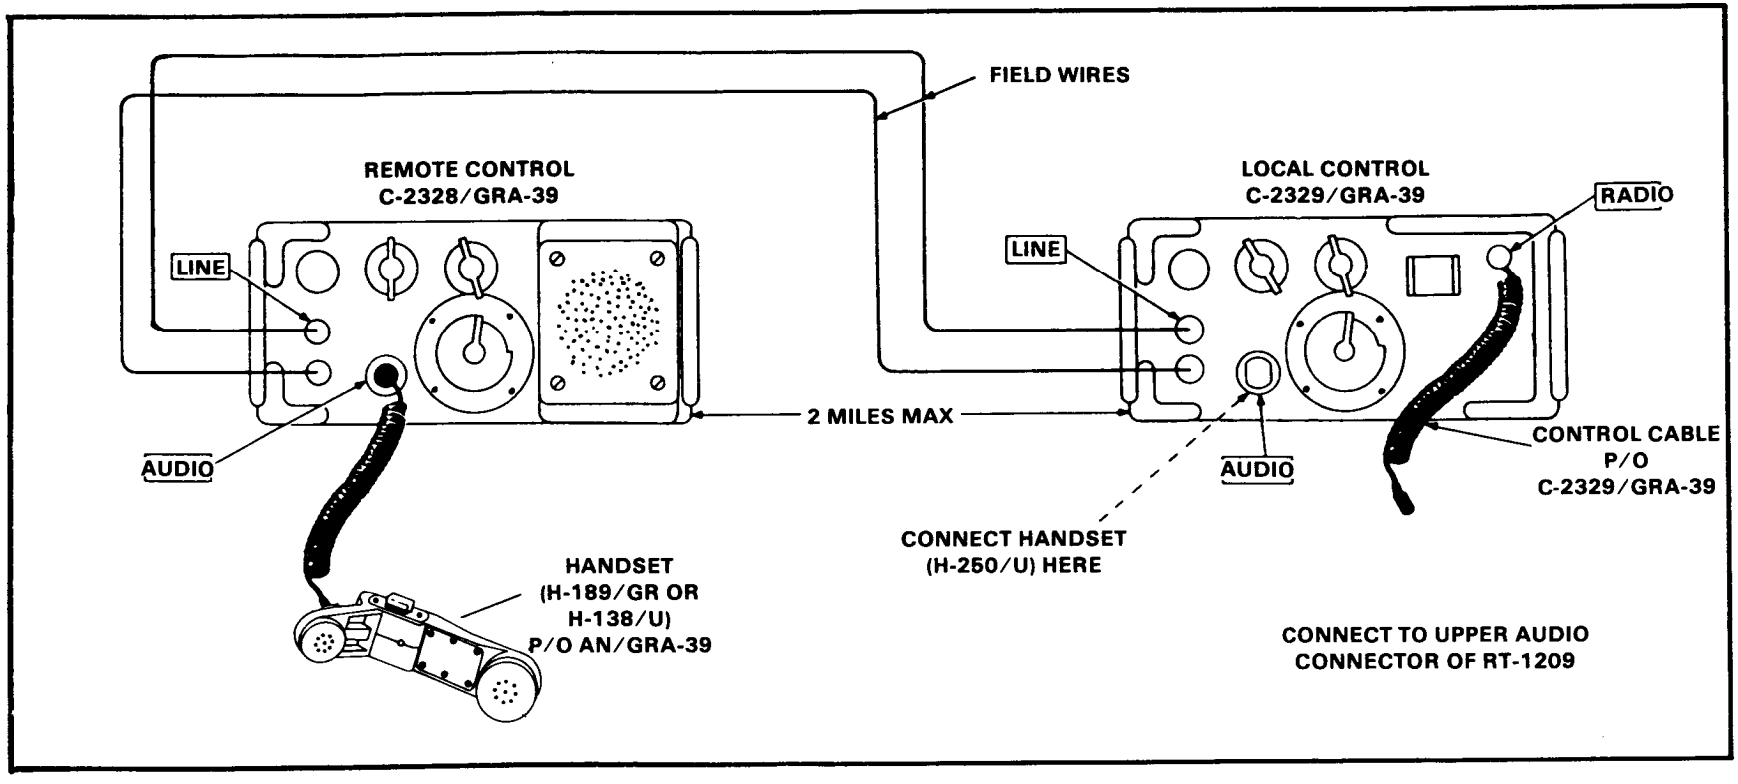

Figure 1-18. Remote Control Unit AN/GRA-39.
d. Remote operation (Figure 1-18).